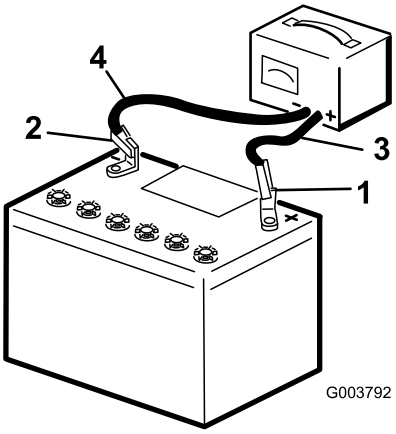

Figuur 42
3. Laad de accu 10 tot 15 minuten op bij 25 tot 30 A of 30 minuten bij 4 tot 6 A (Figuur 42). De accu niet te ver opladen.
4. Zodra de accu volledig is opgeladen, haalt u de acculader uit het stopcontact en maakt u vervolgens de oplaadkabels los van de accuklemmen (Figuur 42).